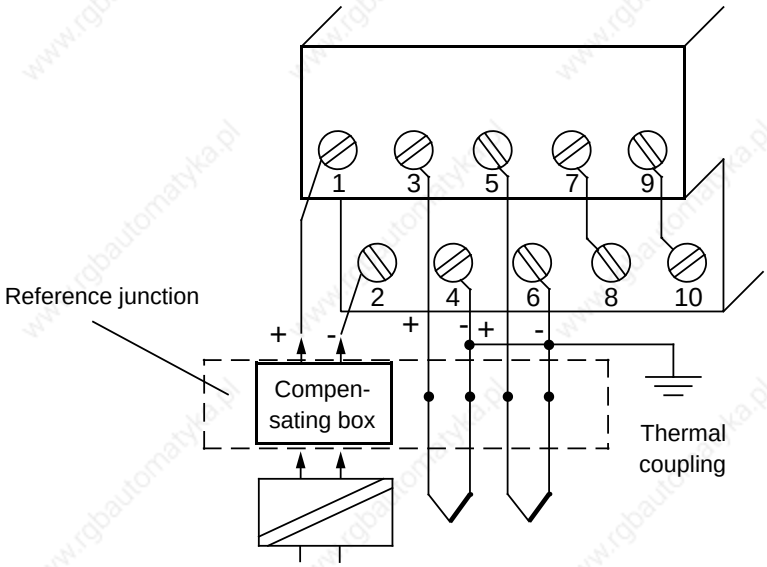

**Figure 11-1. Voltage Measuring with Isolated Thermocouples (6ES5 464-8MA11/8MA21)**
Module **464-8MA11/8MA21** is recommended for voltage measurement with thermocouples. With **floating sensors** (e. g., isolated thermocouples), the permissible potential difference $V_{CM}$ between terminals of the inputs and the potential of the standard mounting rail must not be exceeded. To avoid this, the negative potential of the sensor must be connected to the central ground point (see Figure 11-1). Jumper terminals 1 and 2 together if you do not use compensation boxes.
**Temperature compensation:** For the thermocouples of type J, K, and L, you can compensate, on the one hand, the temperature of the reference point using a compensating box. (See Figure 11-1). On the other hand, it is possible to move the reference point to the front of the module by activating the "temperature compensation" function. When thermocouples are directly connected, an internal circuit on the module causes the digital value "0" to be displayed independently of the temperature of the terminal when the temperature at the measuring junction is 0° C (32° F). In order to accomplish this, the terminals of the sensors have to be connected directly to the module, i.e., without a copper extension cable.